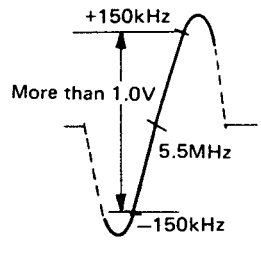

Fig. 17 Abb. 17
2. Adjust L201 to achieve the waveform as in fig. 17.
2. L201 auf eine Wellenform gemaß Abb. 17 abgleichen.